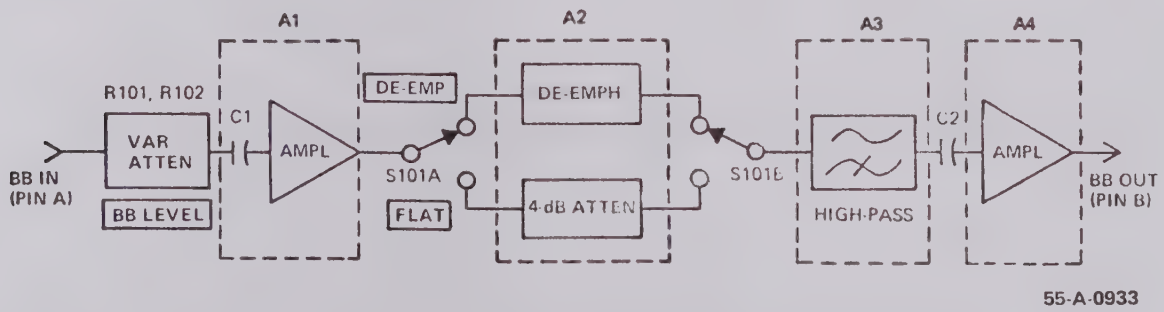

Figure 22-2. Receive Baseband Amplifier Block Diagram
22.1.3.1 General. Figure 22-2 is a block diagram of the receive baseband amplifier.